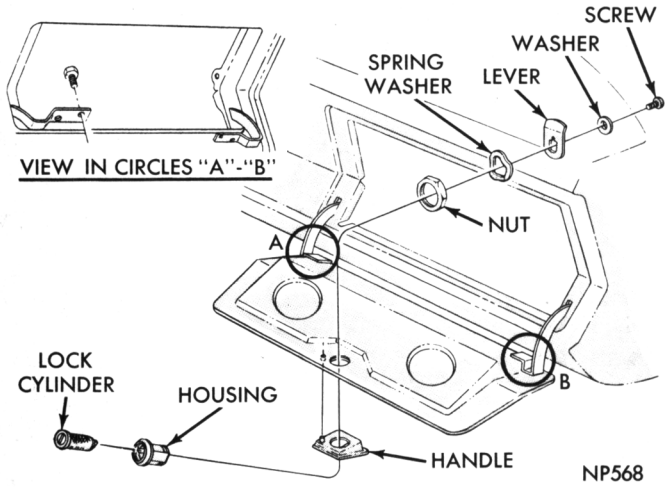

Fig. 17—Glove Box Door—Valiant-Barracuda
(1) Remove glove box door (Figs. 17, 18 and 19).